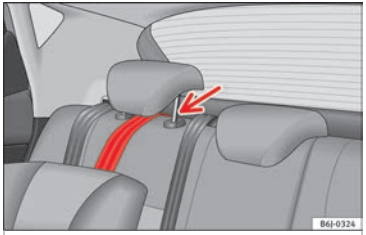

Fig. 68 Retainer strap: correct adjustment and fitting.
– Guide the Top Tether fastening belt under the rear seat head restraint ››› Fig. 68 (lift the head restraint where necessary).